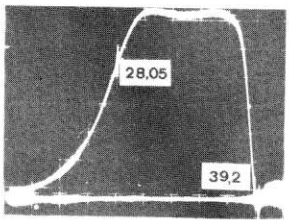

Fig 4
g) Retoucher éventuellement la bobine 334 pour avoir les 2 sommets au même niveau (fig. 4).